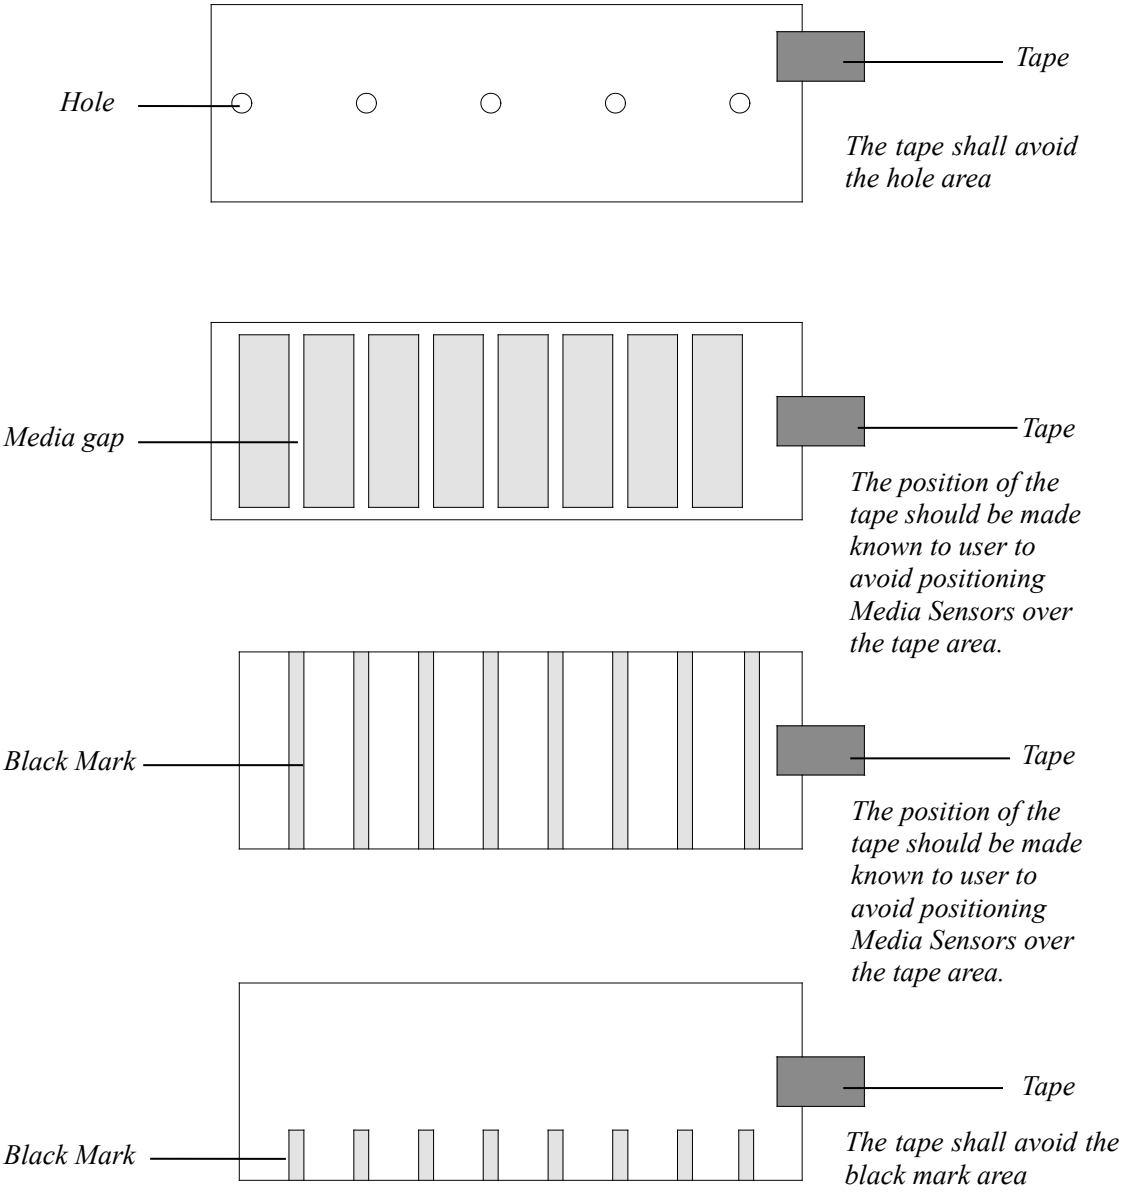

Figure 3-55 End-fixing Tape Position
- *When roll media is produced, the media end would be fixed on the media core with duct tape or scotch tape. If your printer cannot detect the Media Out signal well, please refer to Figure 3-55 to check the position of the tape.*